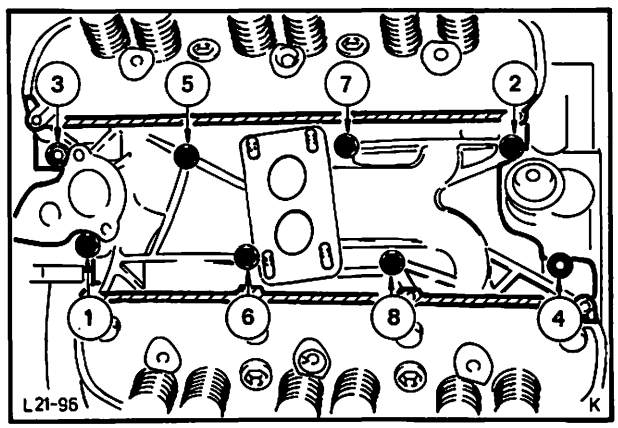

Abb. 129 Anzugsreihenfolge – Ansaugkopf
64. Ansaugkopf aufsetzen, Schrauben einführen und mit vorgeschriebenem Drehmoment (siehe Technische Daten) in vier Stufen nach Schema, Abb. 129, festdrehen.